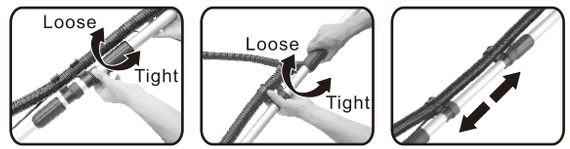

figure 9
10、Adjust the length of the cleaner. Please refer to the Figure 9 , firstly anti-clockwise rotate the locking nut to loose the locking device, draw out or pull back the pipe to the suitable length, finally clockwise rotate the nut to lock the device.